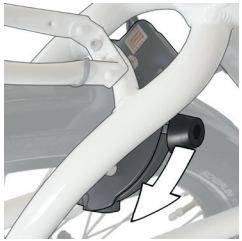

Abbildung 29 : Drücken Sie den Hebel nach unten.
3. Drücken Sie gleichzeitig den Hebel auf der gegenüberliegenden Seite des Schlosses nach unten, bis der Stift in seiner Endposition einrastet. Der Schlüssel wird freigegeben (siehe Abbildung 29).